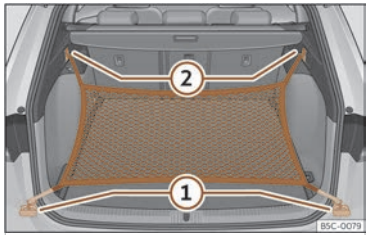

Fig. 201 In the luggage compartment: rings ① and hooks ② for attaching the net bag.
- Secure the short net hooks to the fastening rings ››› **Fig. 201** ① ››› ⚠. The bag zip should be facing upwards.
- Secure the straps in the bag hooks ②.